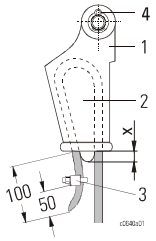

Рис. 49.
- Втяните конец каната в точке его крепления в зависимости от запасовки, см. Рис. 49. - Рис. 67. и Табл. 21 - Табл. 30.
- Уложите канат вокруг канатного клина (2) и втягивайте в конический канатный карман (1) до тех пор, пока свободный конец каната не будет выступать примерно на 100 мм.
- Закрепите свободный конец каната канатным зажимом (3) на расстоянии примерно 50 мм от конца каната. Момент затяжки [Нм] Табл. 21.
- Замените шплинт (4) после демонтажа; загните концы шплинта.